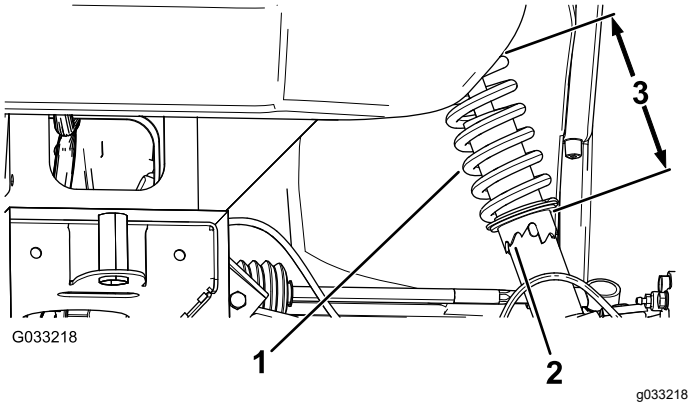

Figur 47
2. Hvis hjulets hældning ikke er korrekt, skal du bruge gaffelnøglen til at dreje muffen på støddæmperen og tilpasse hjulsporingen (Figur 47).